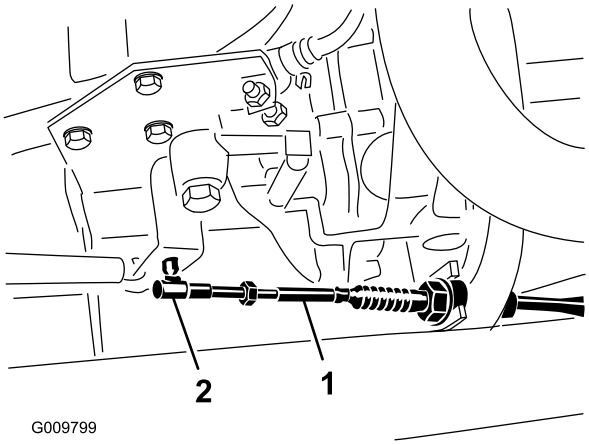
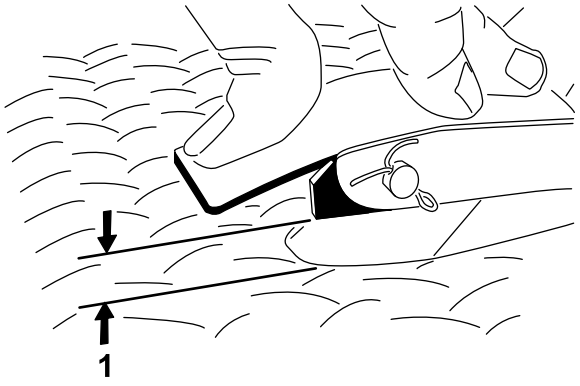

Figur 66
Figur 67
2. Juster kugleleddet på gaspedalkablet (Figur 66), så der er en afstand på 5–9 mm mellem gaspedalen og toppen af gulvpladens diamantmønster (Figur 67), når der påføres en kraft på 9 kg midt på pedalen. Spænd låsemøtrikken.